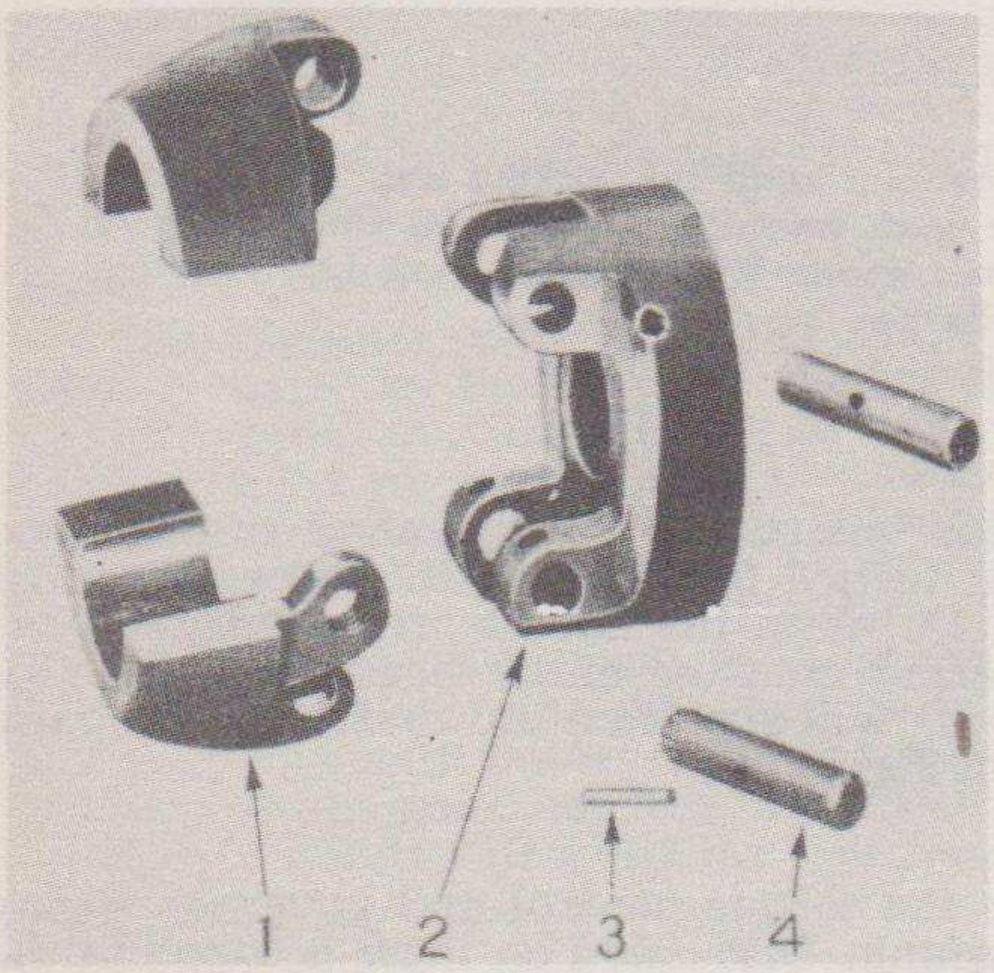

Fig. 91—Governor weight carrier assembly. (1) Governor weight. (2) Governor weight carrier. (3) Governor weight rivet. (4) Governor weight pin.
If the governor weight pins (4) have excess play in the governor weight carrier (2), the unit may be disassembled into the parts shown in exploded form in Figure 91. The pins (4) are normally .0003" to .0009" loose in the carrier (2). Pins (4) are tight in the governor weights (1) and riveted in place.